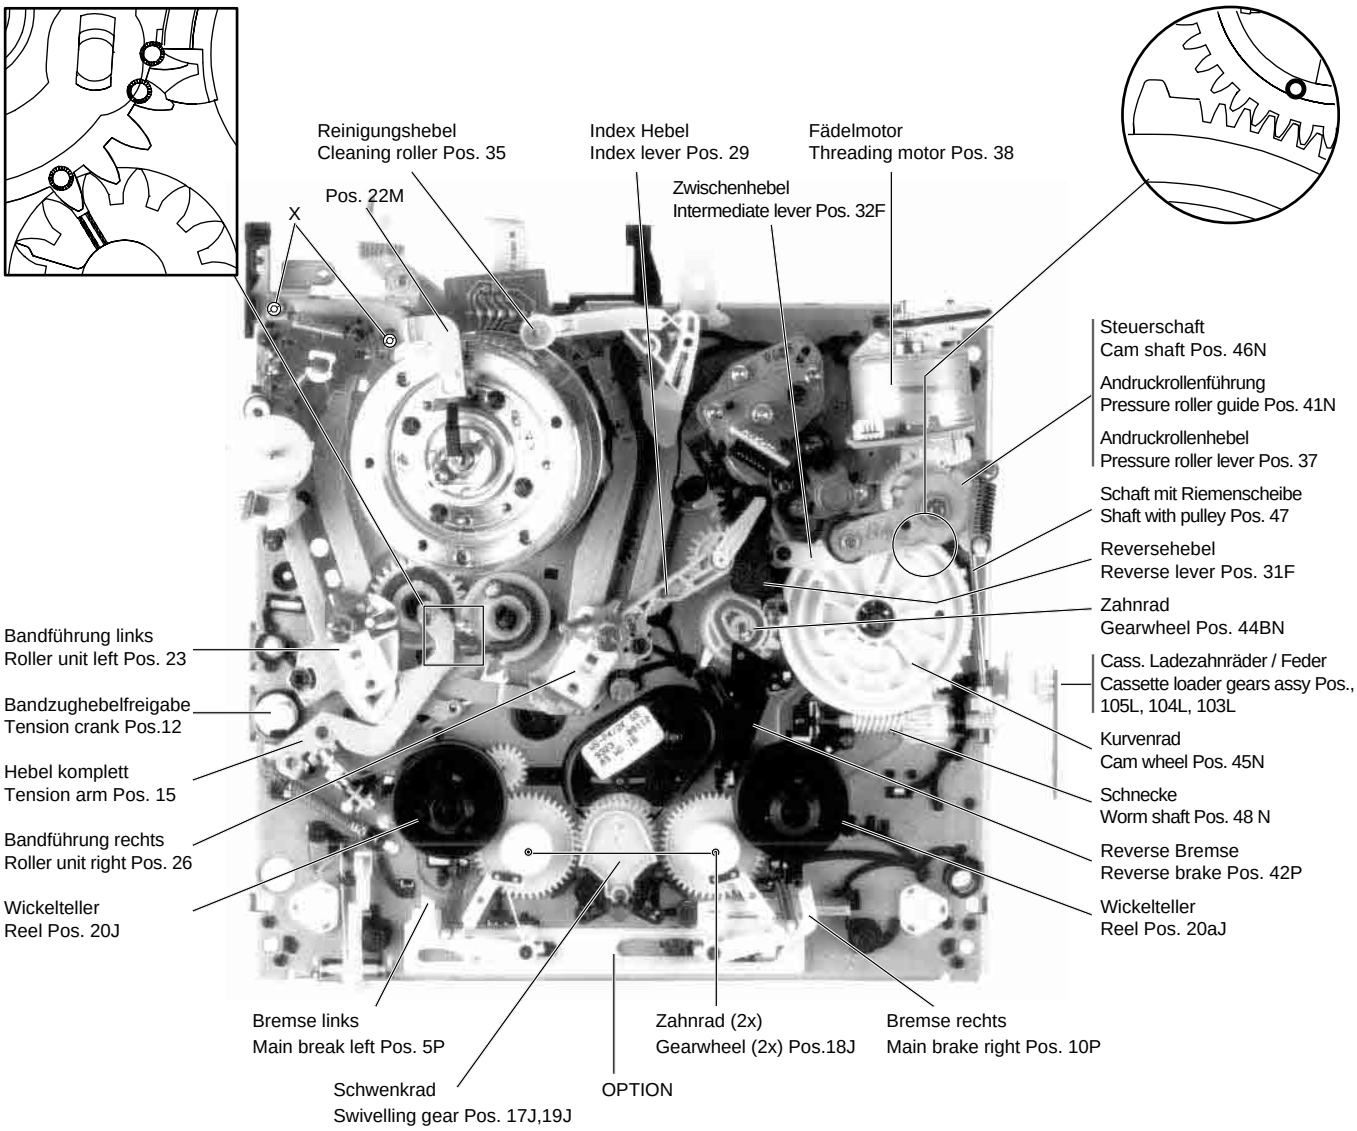
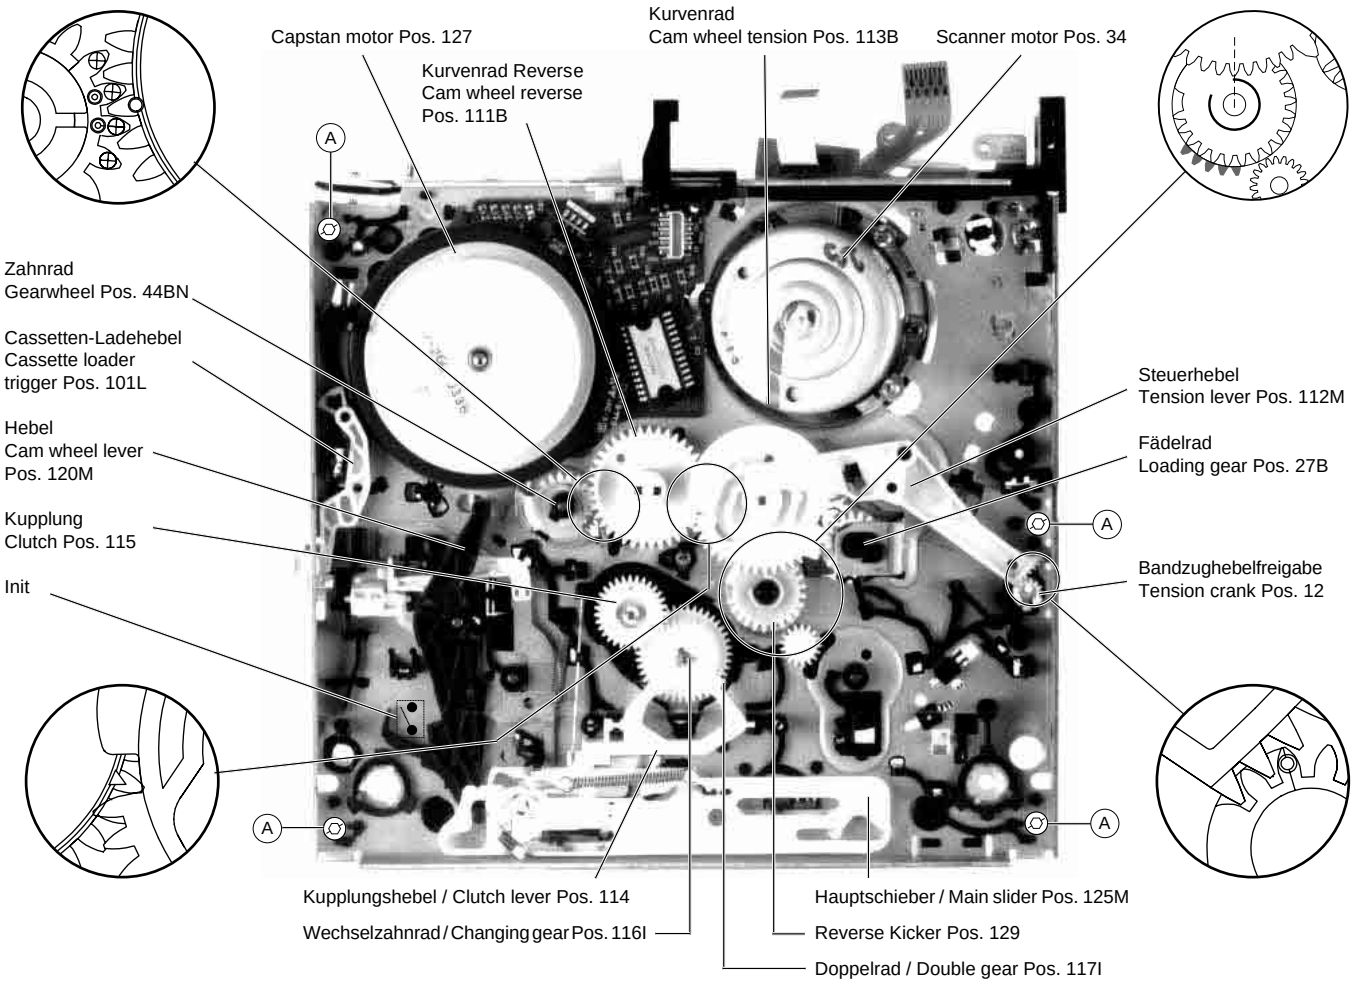

Fig. 4
Fig. 5
Nachfolgend sind die markierten und gerichtet einzubauenden Teile der Ober- und Unterseite im Detail dargestellt (Fig. 4, Fig. 5).
The following diagrams show in detail the marked components and their correctly aligned position on the top and bottom side (Fig. 4, Fig. 5).
- 4 Befestigungsschrauben (A) (Fig. 5) des Cassettenschachtes an der Unterseite entfernen.
- Unscrew the 4 screws (A) (Fig. 5) on the underside of the cassette compartment.
- Cassettenschacht mit den 4 Schrauben (A) (Fig. 5) unten befestigen.
- Fasten the cassette compartment with the 4 screws (A) (Fig. 5) at the bottom.
- 2 Schrauben X (Fig. 4) herausdrehen, Haltewinkel (Pos. 22M, Fig. 4) und Kopfverstärker abnehmen.
- Undo 2 screws X (Fig. 4), remove the bracket (Pos. 22M, Fig. 4) and the head amplifier.